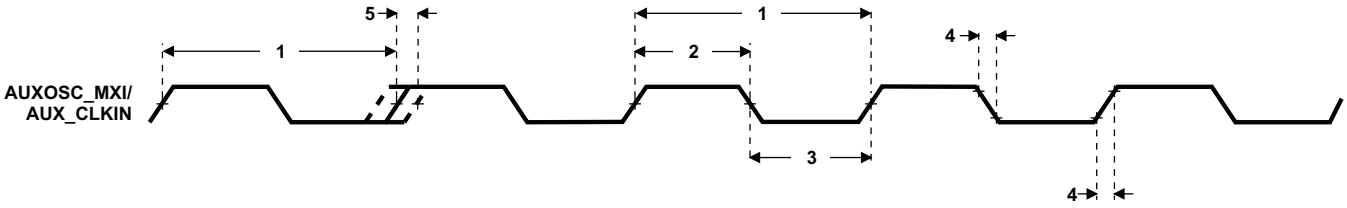

Figure 8-13. AUX_MXI/AUX_CLKIN Timing
Table 8-16. Timing Requirements for AUX_MXI/AUX_CLKIN (1) (2) (see Figure 8-13)